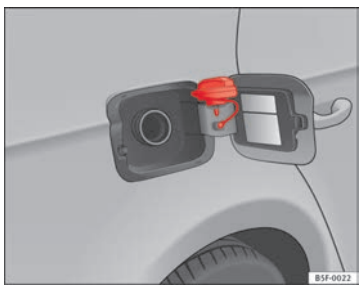

Fig. 111 Tampa do depósito com o tampão encaixado ▶
– Coloque o tampão no encaixe que existe na dobradiça da tampa aberta do depósito ⇒ Fig. 111.